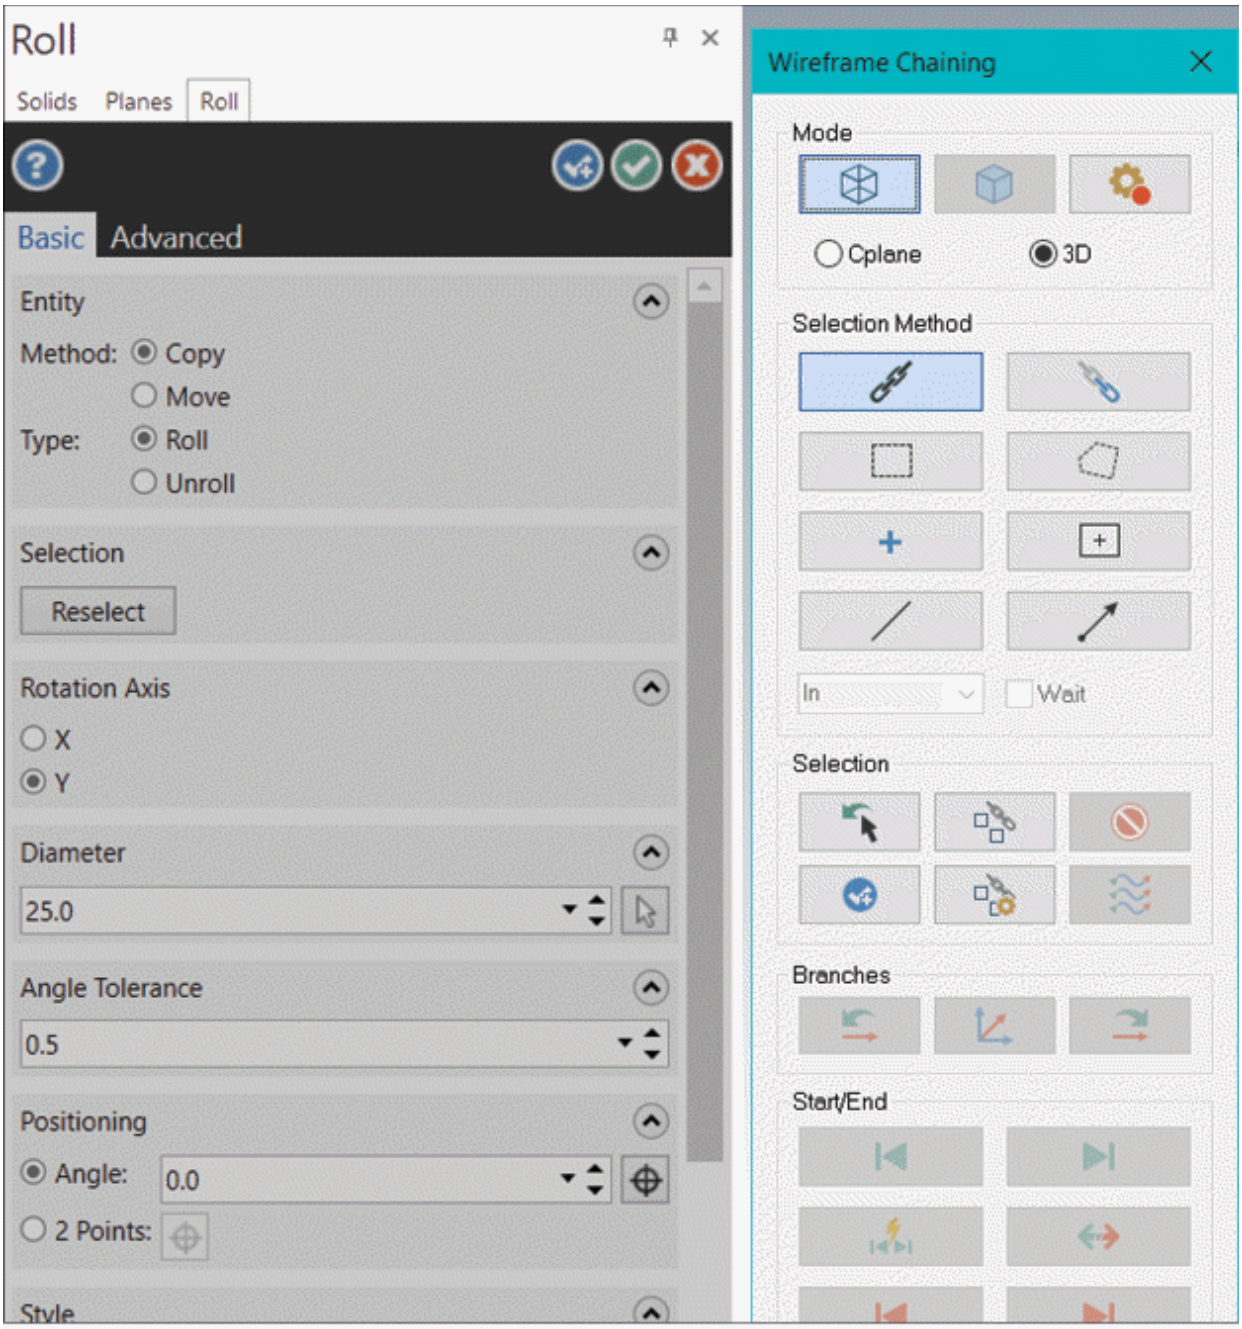

Figure-10. Roll Manager with Wireframe Chaining selection box
- Click on the **Roll** tool from the **Position** group in the **Transform** tab of the **Ribbon**. The **Roll Manager** will be displayed with **Wireframe Chaining** selection box; refer to Figure-10.